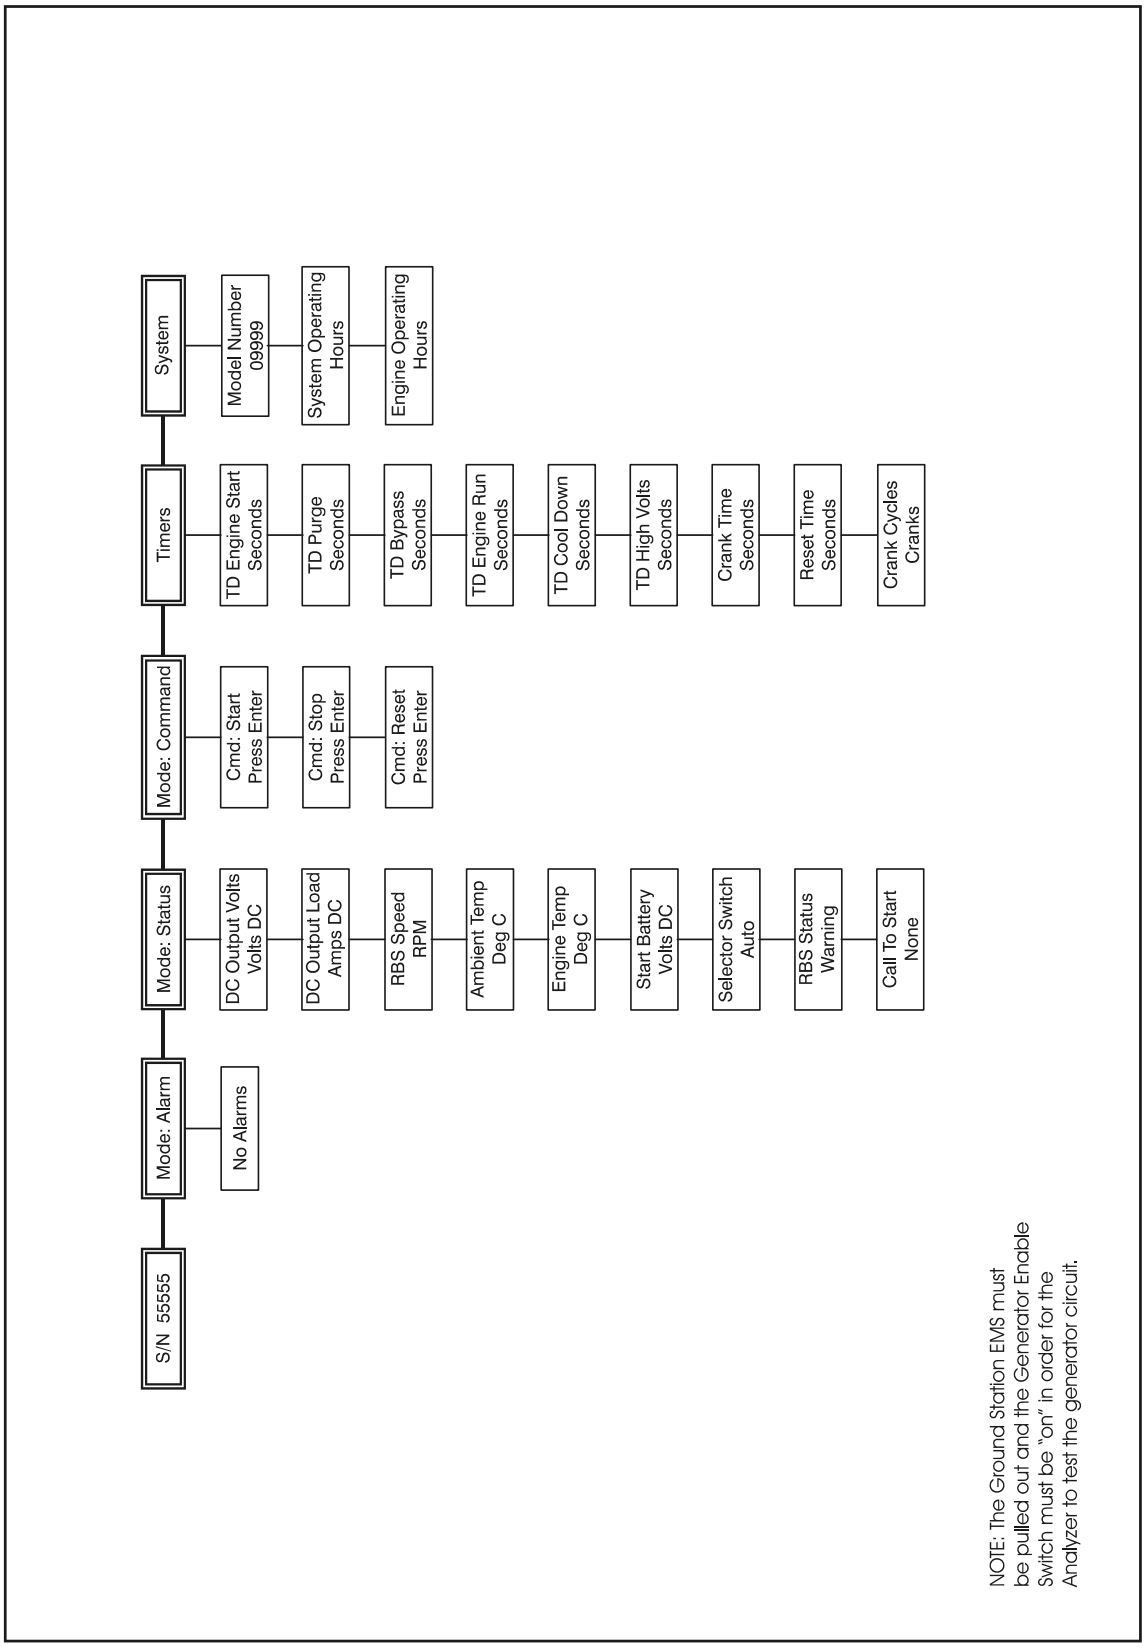

Figure 3-10. Generator System Analyzer Flow Chart
2. Power up the Analyzer by pulling out the ground station EMS and positioning the Generator Enable switch on the platform control box to the "on" position. Refer to Figure 3-10., Generator System Analyzer Flow Chart.